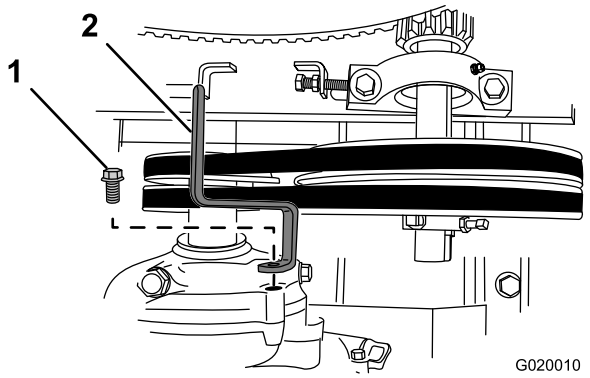

Figure 73
3. Remove the bolt that secures the belt guide to the engine, and remove the belt guide (Figure 73).
7. Loosely secure the belt guide to the engine (Figure 73) with the bolt that was removed in step 3 of Removing the Belts (page 40).